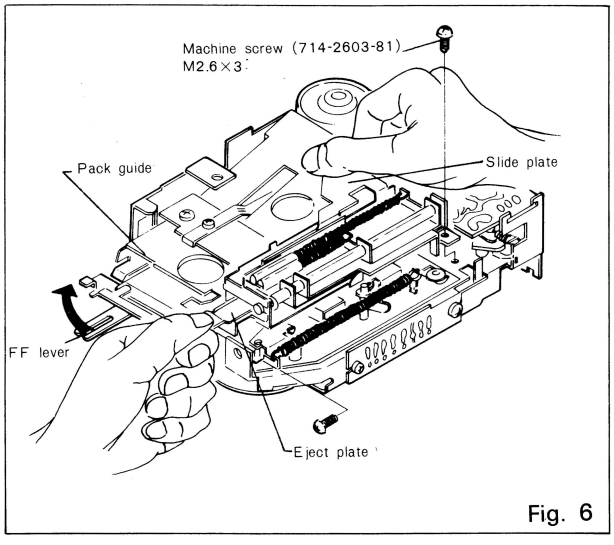

Fig. 6
1. Removing eject mechanism (See Fig. 6)